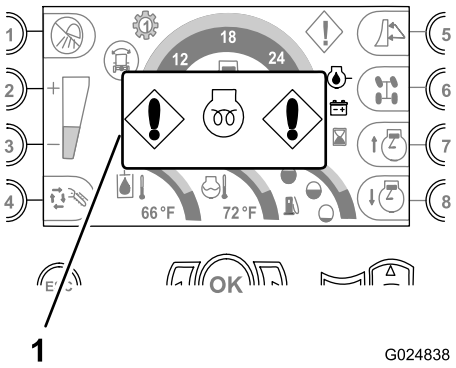

Рисунок 34
- **Индикатор ожидания запуска двигателя** – Этот индикатор загорается, когда вы поворачиваете ключ зажигания в положение «Вкл.» и подается питание на нагреватель воздуха на впуске двигателя (Рисунок 34).
Примечание: Подождите, пока данный индикатор не погаснет, прежде чем пробовать запускать двигатель (Рисунок 34).